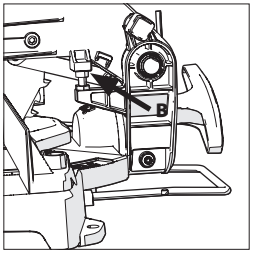

Fig. 12A + 12B
- Loosen the locknut on the downward travel stop screw with a 10mm spanner (Not supplied) **(Fig. 12A)**.